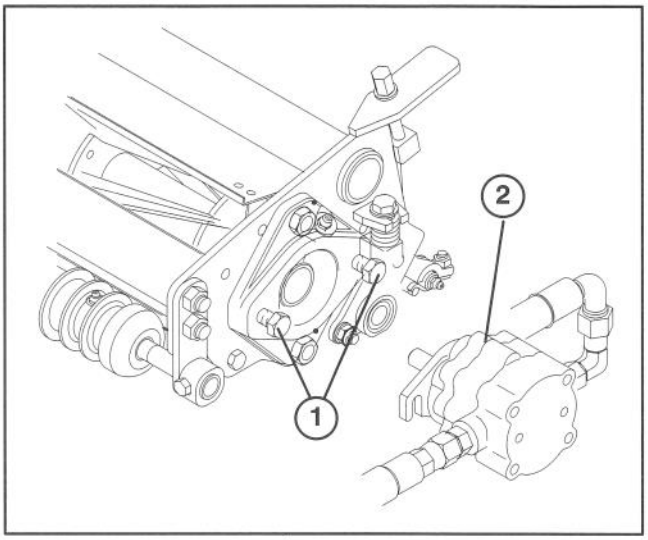

Figure 8
4. Assemble the mounting capscrews for the reel drive motor to each cutting unit. Leave approximately 1/2 in. of threads exposed on each mounting capscrew (Fig. 8).
7. Coat the spline shaft of the motor with clean grease and install the motor by rotating the motor clockwise so the motor flanges clear the studs. Rotate the motor counter–clockwise until the flanges are encircling the studs and tighten the mounting capscrews (Fig. 8).